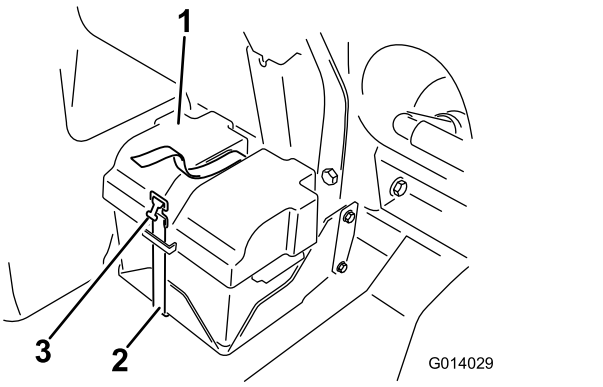
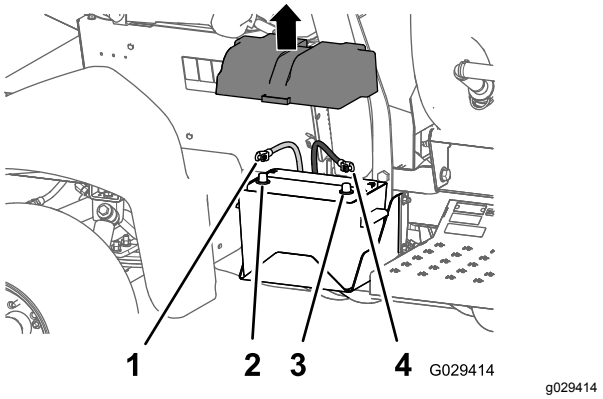

Figur 2
Figur 3
1. Avlägsna batterikåpan och lossa den jordade minuskabeln (svart) från batteripolen (Figur 2 och Figur 3).
2. Lossa pluskabeln (röd) från batteripolen (Figur 3).